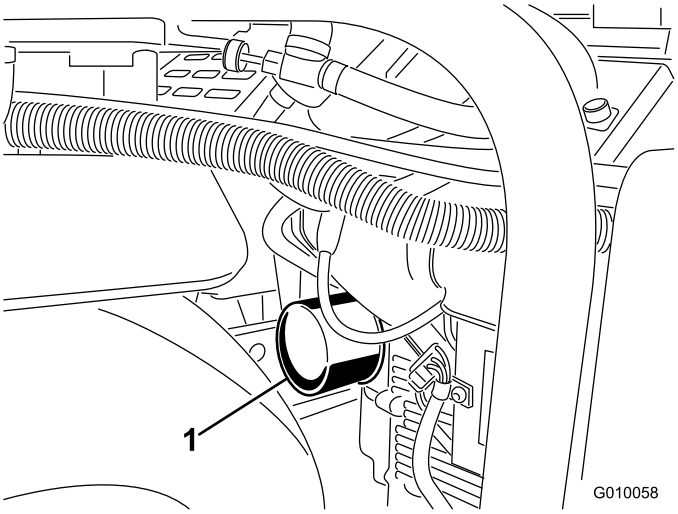
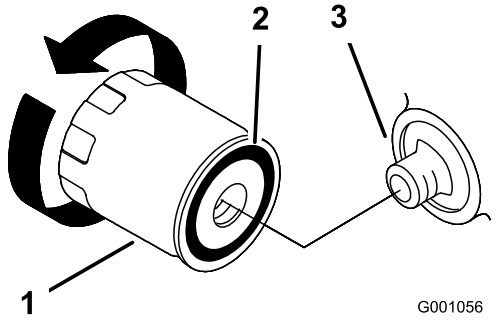

Figuur 48
Figuur 49
6. Plaats een ondiepe opvangbak of een doek onder het filter om olie op te vangen (Figuur 48).
7. Verwijder het oude filter (Figuur 48 en Figuur 49) en veeg het oppervlak van de pakking van het filtertussenstuk schoon.